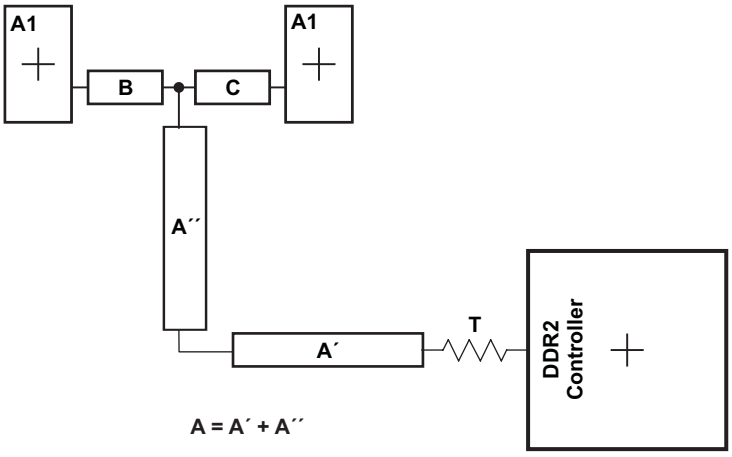

Figure 8-53. CK and ADDR_CTRL Routing and Topology
Figure 8-53 shows the topology of the routing for the CK and ADDR_CTRL net classes. The route is a balanced *T* as it is intended that the length of segments B and C be equal. In addition, the length of A (A'+A") should be maximized.
(1) The length of segment A = A' + A″ as shown in Figure 8-53.
(2) Series terminator, if used, should be located closest to the device.
(3) Center-to-center spacing is allowed to fall to minimum (2w) for up to 500 mils of routed length to accommodate BGA escape and routing congestion.
(4) CACLM is the longest Manhattan distance of the CK and ADDR_CTRL net classes.